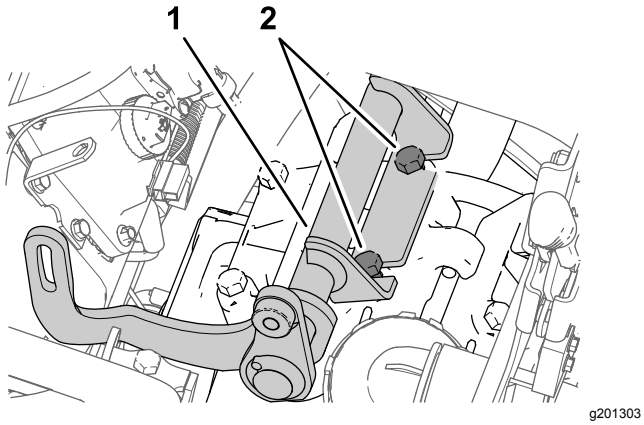

Rysunek 177
2. Umieść wspornik alternatora między śrubami odkręconymi w kroku 1 a głowicą pompy w sposób pokazany na Rysunek 177.